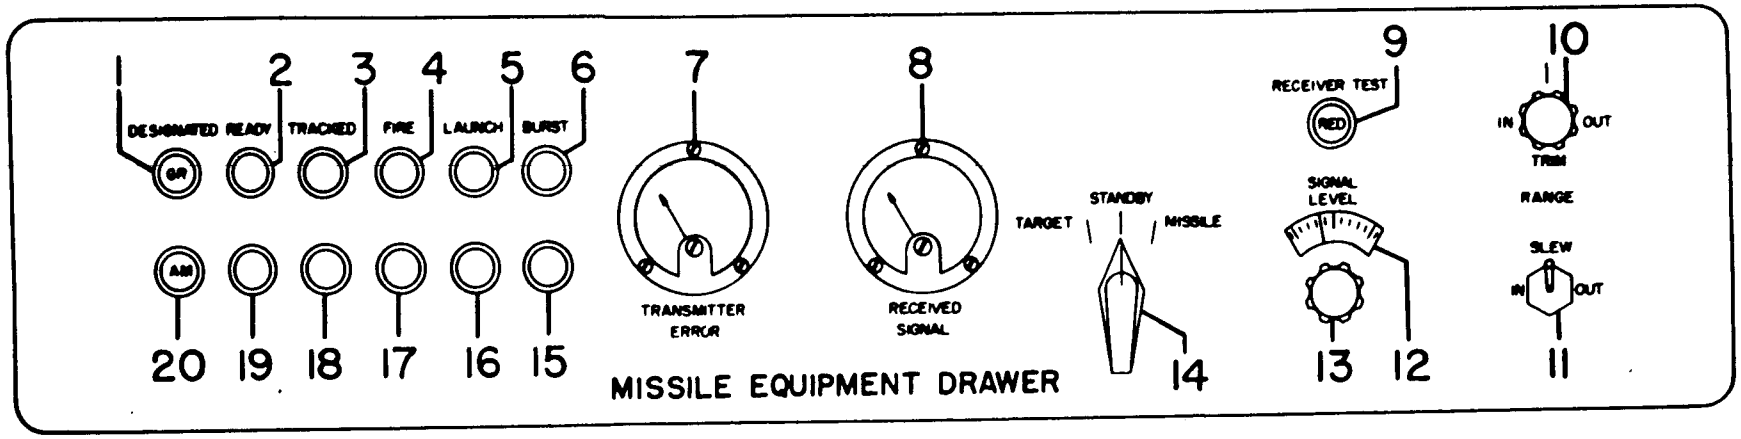

*Figure 34. Missile equipment drawer.*
(4) Figure 34 and table XXIX show the indicators and controls on the missile equipment drawer.